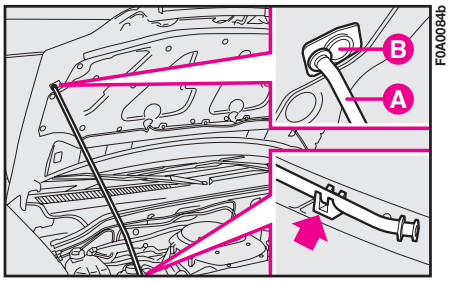

fig. 135
**4)** Open the bonnet and release the rod **A-fig. 135** from its clip at the same time. Then **B** on the bonnet.
**1)** Hold the bonnet up with one hand and, with the other, remove rod **A-fig. 135** from recess **B** and replace it in its clip.